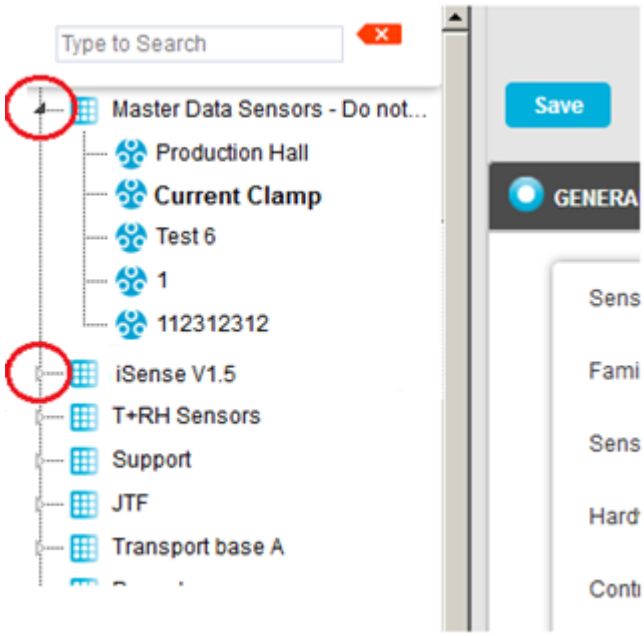

Figure 10
i. In the left-hand list of the Zone's **Edit Mode** window, click on the small 'arrow' symbol to display a list of the Sensors associated with the Zone. See Figure 10 below: